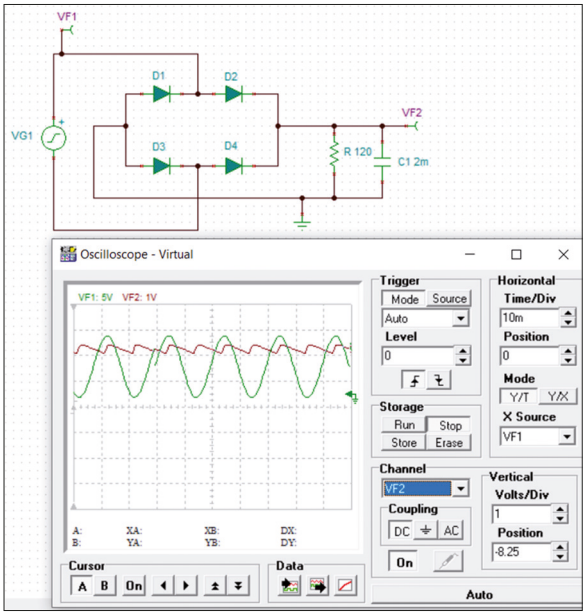

Figure 4.31 Schematic for simulating a full-wave bridge rectifier circuit.
- Start the TINA-TI simulator and draw the circuit shown in Figure 4.31.
- Click T&M and select oscilloscope. Set Channel to VF1, Time/Div to 10m, Volts/Div to 5. Then, set Channel to VF2 and its Volts/Div to 1. Move the input graph (green) up using the Position button. Figure 4.31 shows the input (green graph) and output (red graph) waveforms of the full-wave rectifier circuit, displayed on the oscilloscope. Notice that the ripple at the output is about 0.5 V.